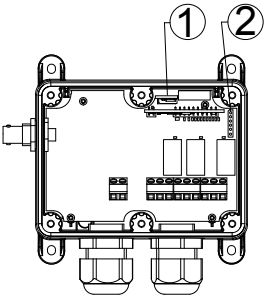

Abbildung 10. Steckplätze von Speicherkarte und Display im Empfänger 1. Speicherkarten-Steckplatz 2. Display-Steckplatz
4. Setzen Sie die Speicherkarte, deren Parameter Sie kopieren möchten, in den Speicherkarten-Steckplatz des Empfängers ein (siehe Abb. 10).
5. Setzen Sie die Display-Platine in den zugehörigen Steckplatz ein (siehe Abb. 10).
4. Setzen Sie die Speicherkarte, deren Parameter Sie kopieren möchten, in den Speicherkarten-Steckplatz ein (siehe Abb. 10).